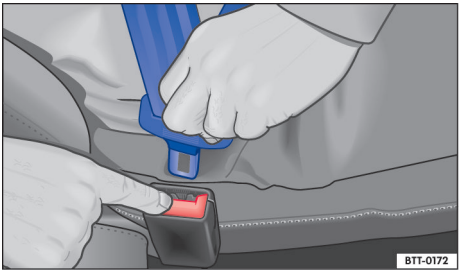

Fig. 29 Soltar a lingueta do cinto de segurança do fecho do cinto de segurança. ▶
– Pressionar o botão vermelho no fecho do cinto de segurança → Fig. 29. A lingueta do cinto de segurança salta para fora.